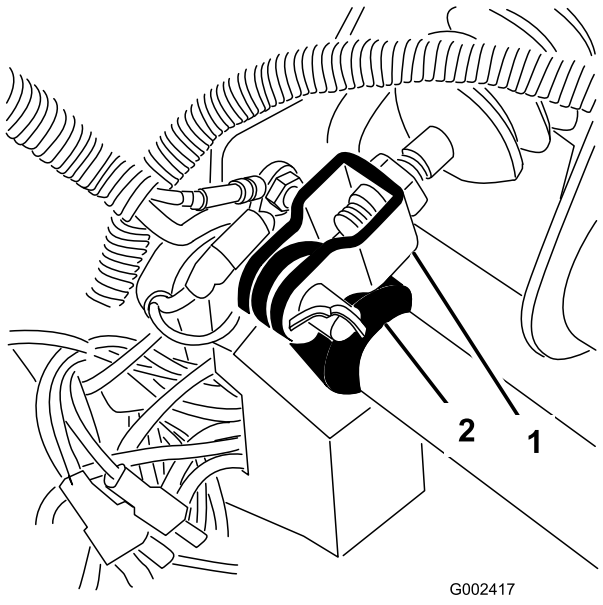

Figura 68
1. Retire el pasador de horquilla y la chaveta que fijan la horquilla del cilindro maestro al pivote del pedal de freno (Figura 68).
3. Afloje las contratuercas que fijan la horquilla al eje del cilindro maestro (Figura 68).